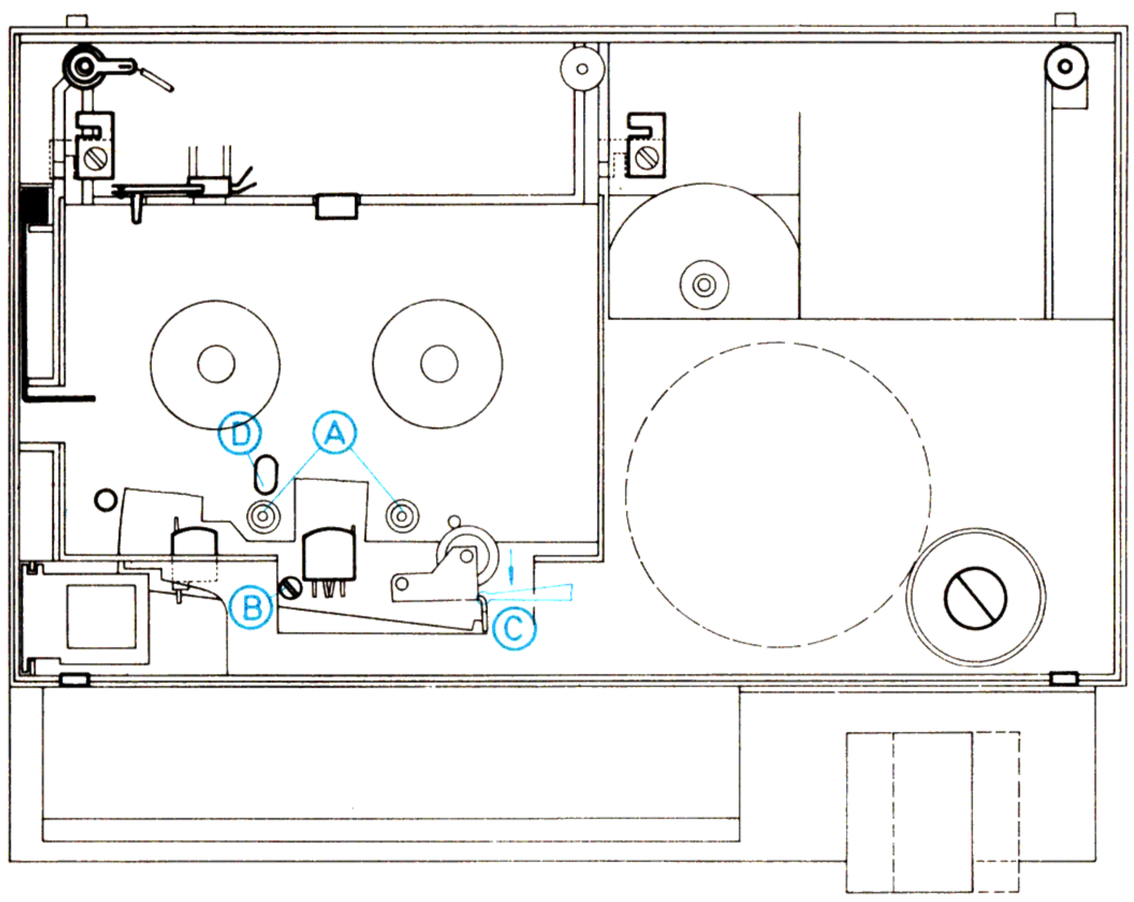

Abb. 8: Gerätedraufsicht
Der Bandlauf beim Gerät M cc alpha ist konstruktiv durch die Kassette, das Kassettenfach, den Hör-/Sprech- und Löschkopf und die Tonwelle mit GA-Rolle gegeben. Höhenjustierungen sind nicht erforderlich. Es muß sichergestellt sein, daß die Kassette auf den beiden Nietzapfen ((A) Abb. 8) rechts und links vom Hör-/Sprechkopf aufliegt.
Es ist nur die Spalt-Senkrechtstellung mit Hilfe der Testkassette 10 kHz an der Wippschraube ((B) Abb. 8) eizustellen (siehe elektrischer Teil).
Die Andruckfeder für den GA-Hebel kann in drei verschiedene Bohrungen in der Kopfträgerplatte eingehängt werden. Sie ist so einzuhängen, daß die GA-Rolle in Stellung Wiedergabe mit 340 . . . 420 p an der Tonwelle anliegt, und zwar abhebend gemessen am Meßpunkt ((C) Abb. 8). Der zum Chassis zeigende Lappen des abgewinkelten Teiles vom GA-Hebel soll in Stellung Wiedergabe 0,3 . . . 0,6 mm von der Kopfträgerplatte entfernt sein, damit die Rolle frei arbeiten kann.
Bei Schnellrücklauf soll der Lüfthebel im Führungsschlitz ((D) Abb. 8) 1 . . . 1,5 mm abheben (gegeben durch den kurzen Schenkel der Überhubfeder). Bei Schnellvorlauf soll er 1,5 . . . 2 mm abheben. Die Einstellung dieses Hubes erfolgt durch Verschieben des federnden Einstellelements am Lüfthebel (unter der Schwungscheibe) in eine andere der drei Raststellungen (Winkelpinzette benutzen).